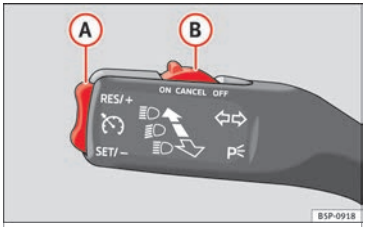

Fig. 135 Turn signal and main beam headlight lever: switch and rocker switch for the cruise control.
– Push the switch ››› **Fig. 135** (B) to the left to **ON**.